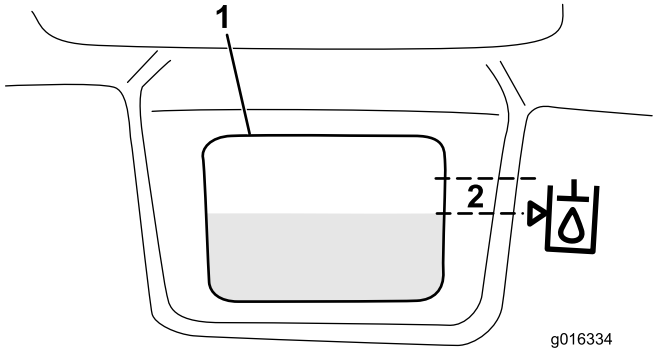

Figur 30
3. Fyll beholderen langsomt med passende hydraulisk væske til nivået er ved eller ikke mer enn 6 mm fra pilen i symbolet ved siden av det hvite vinduet foran beholderen (Figur 30). Ikke fyll på for mye.